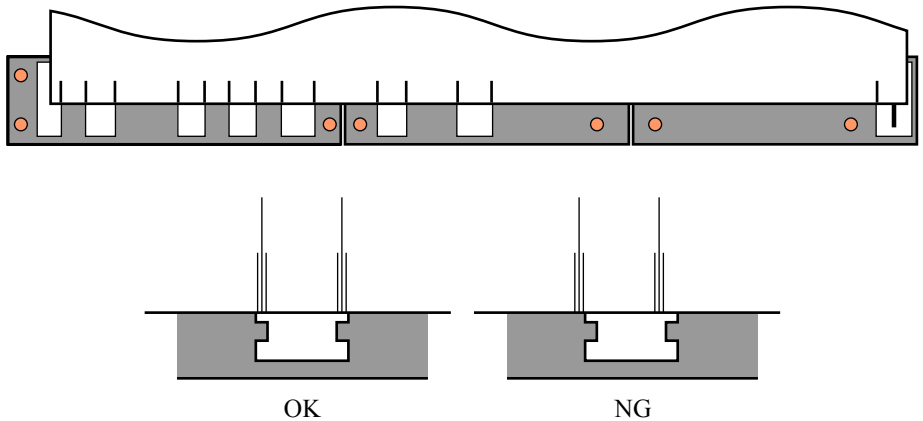

Figure 5-56. Adjustment Pattern
2. Check if the printed lines align with the edge of the platen tabs holding down the Ink Pad as shown in Figure 5-56. If it does, click the [Finish] button.